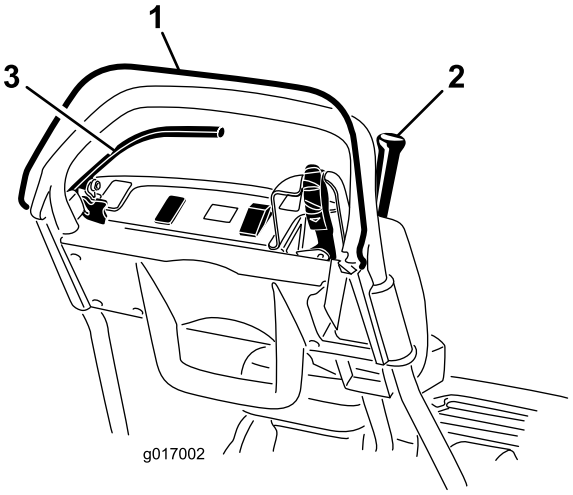

Figur 27
3. Forsøg at aktivere traktionshåndtaget, imens dødemandsgrebet er sluppet (Figur 27). Traktionshåndtaget bør ikke koble ind. Hvis traktionshåndtaget kobler ind, skal sikkerhedslåsesystemet serviceres. Afhjælp problemet, før plæneklipperen betjenes. Se afsnittet om serviceeftersyn af sikkerhedskontakter.
4. Hold dødemandsgrebet nede, imens traktionshåndtaget er aktiveret, og slip så dødemandsgrebet (Figur 27). Traktionshåndtaget bør koble ud. Hvis traktionshåndtaget ikke kobler ud, skal sikkerhedslåsesystemet serviceres. Afhjælp problemet, før plæneklipperen betjenes. Se afsnittet om serviceeftersyn af sikkerhedskontakter eller justering af traktionskontrollen.
5. Aktiver traktion og knivcylinderdrev, imens dødemandsgrebet holdes nede, og skiftegrebet er skubbet til venstre, og slip så dødemandsgrebet (Figur 27). Traktionshåndtaget bør koble ud. Hvis traktionshåndtaget ikke kobler ud, skal sikkerhedslåsesystemet serviceres. Afhjælp problemet, før plæneklipperen betjenes. Se afsnittet om serviceeftersyn af sikkerhedskontakter, justering af traktionskontrollen eller justering af knivcylinderkontrollen.
6. Hold dødemandsgrebet nede og skub skiftegrebet til venstre for at aktivere traktion og knivcylinderdrev, og skub så skiftegrebet til højre for at udkoble knivcylinderdrevet (Figur 27). Knivcylinderdrevet bør udkoble. Hvis traktionshåndtaget ikke kobler ud, skal sikkerhedslåsesystemet serviceres. Afhjælp problemet, før plæneklipperen betjenes. Se Justering af knivcylinderkontrollen.
2. Hold dødemandsgrebet nede, aktiver traktionshåndtaget, og sæt motorens betjeningsanordninger i startpositionen (Figur 27). Forsøg at starte motoren. Motoren bør ikke starte. Hvis motoren starter, skal sikkerhedskontakten serviceres. Afhjælp problemet, før plæneklipperen betjenes. Se afsnittet om serviceeftersyn af sikkerhedskontakter.
2. Udkobl traktionshåndtaget, aktiver driftsbremsen, og sæt motorens betjeningsanordninger i startpositionen (Figur 27). Forsøg at starte motoren. Motoren bør starte. Hvis motoren ikke starter, skal sikkerhedskontakten serviceres. Afhjælp problemet, før plæneklipperen betjenes. Se afsnittet om serviceeftersyn af sikkerhedskontakter.
3. Indkobl driftsbremsen (ikke parkeringsbremsen), imens motoren kører, hold dødemandsgrebet nede, og indkobl traktionshåndtaget (Figur 27). Motoren skal arbejde for at overvinde bremsen, men bør ikke stoppe. Hvis motoren stopper med det samme, skal sikkerhedskontakten serviceres. Afhjælp problemet, før plæneklipperen betjenes. Se afsnittet om serviceeftersyn af sikkerhedskontakter.
4. Aktiver parkeringsbremselåsen, imens motoren kører, hold dødemandsgrebet nede, og indkobl traktionshåndtaget (Figur 27). Motoren bør stoppe. Hvis motoren ikke stopper, skal sikkerhedskontakten serviceres. Afhjælp problemet, før plæneklipperen betjenes. Se afsnittet om serviceeftersyn af sikkerhedskontakter.